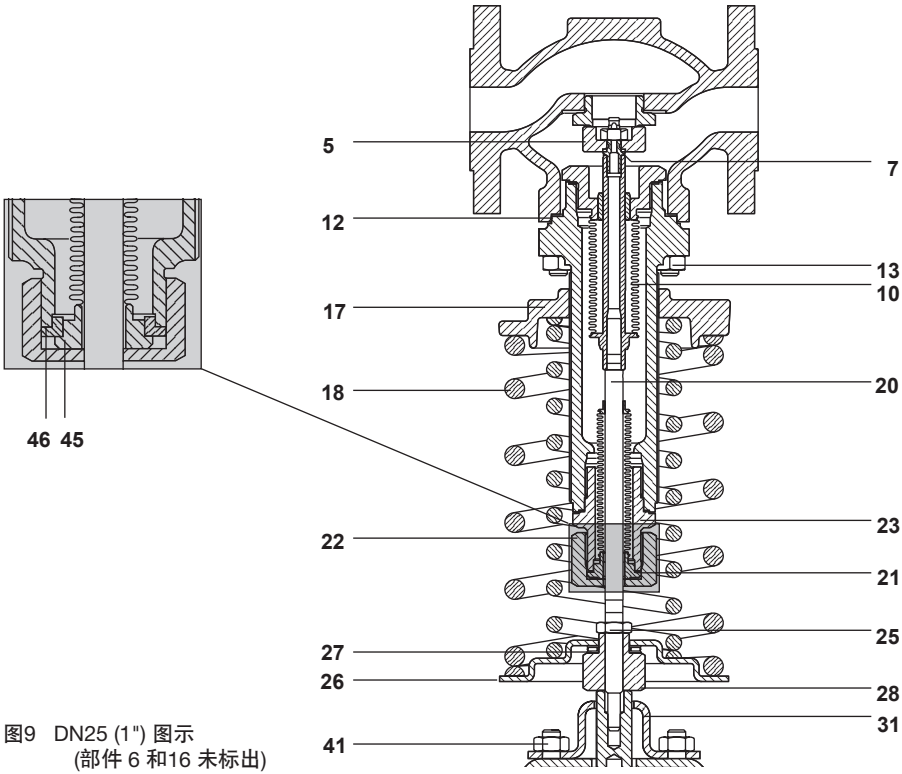

图9 DN25 (1") 图示
4.4.2更换控制弹簧（图9）
4.4.3重新安装波纹管密封组件(图9)